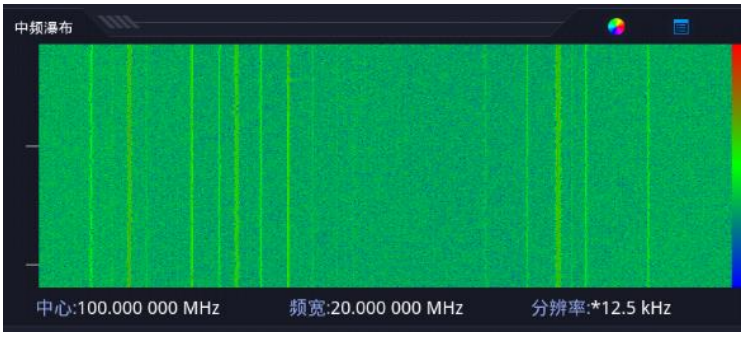

图 4.6 中频瀑布图
b) 中频瀑布图：以落雨图的方式显示频宽内的频谱信息，可设置中心频率、频宽、分辨率带宽，参数关联中频频谱图。如图 4.6 所示。